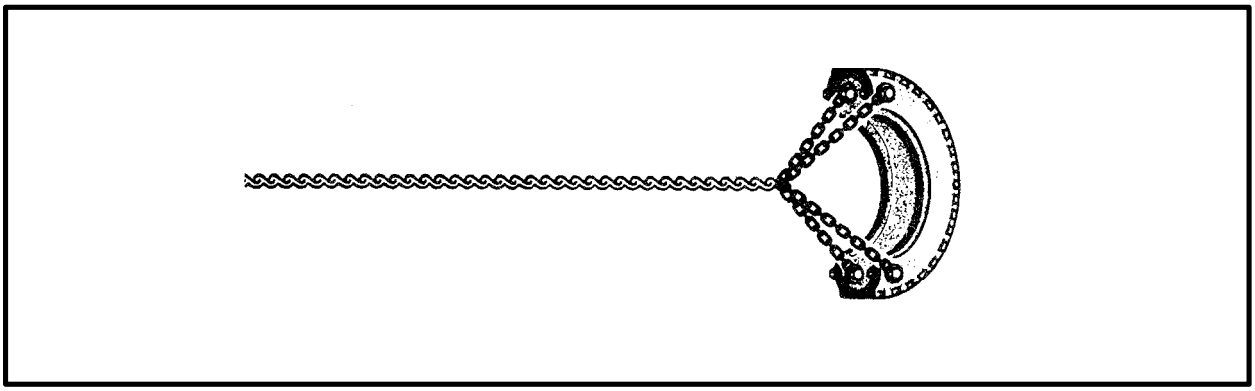

*Figure 8-23. Field Expedient Drogue Fabricated from a Tire*
**k. Field Expedient Drogue Device.** Adding a field expedient drogue device may increase the stability of low-density loads. Figure 8-23 illustrates a drogue device fabricated from a tire. Cut a tire in half and bolt the ends of a 30-inch length of chain to each side of one end of the tire to form a loop. Bolt the ends of another 30-inch length of chain to each side of the other end of the tire to form a second loop. Attach one end of a 6-foot length of chain or 1/2-inch tubular nylon webbing to the two loops of chain on the tire. Attach the other end of the chain or webbing to one of the bottom corners of the load. Make sure the distance from the tire to the load is less than 5 feet so the tire will not become entangled on the helicopter.